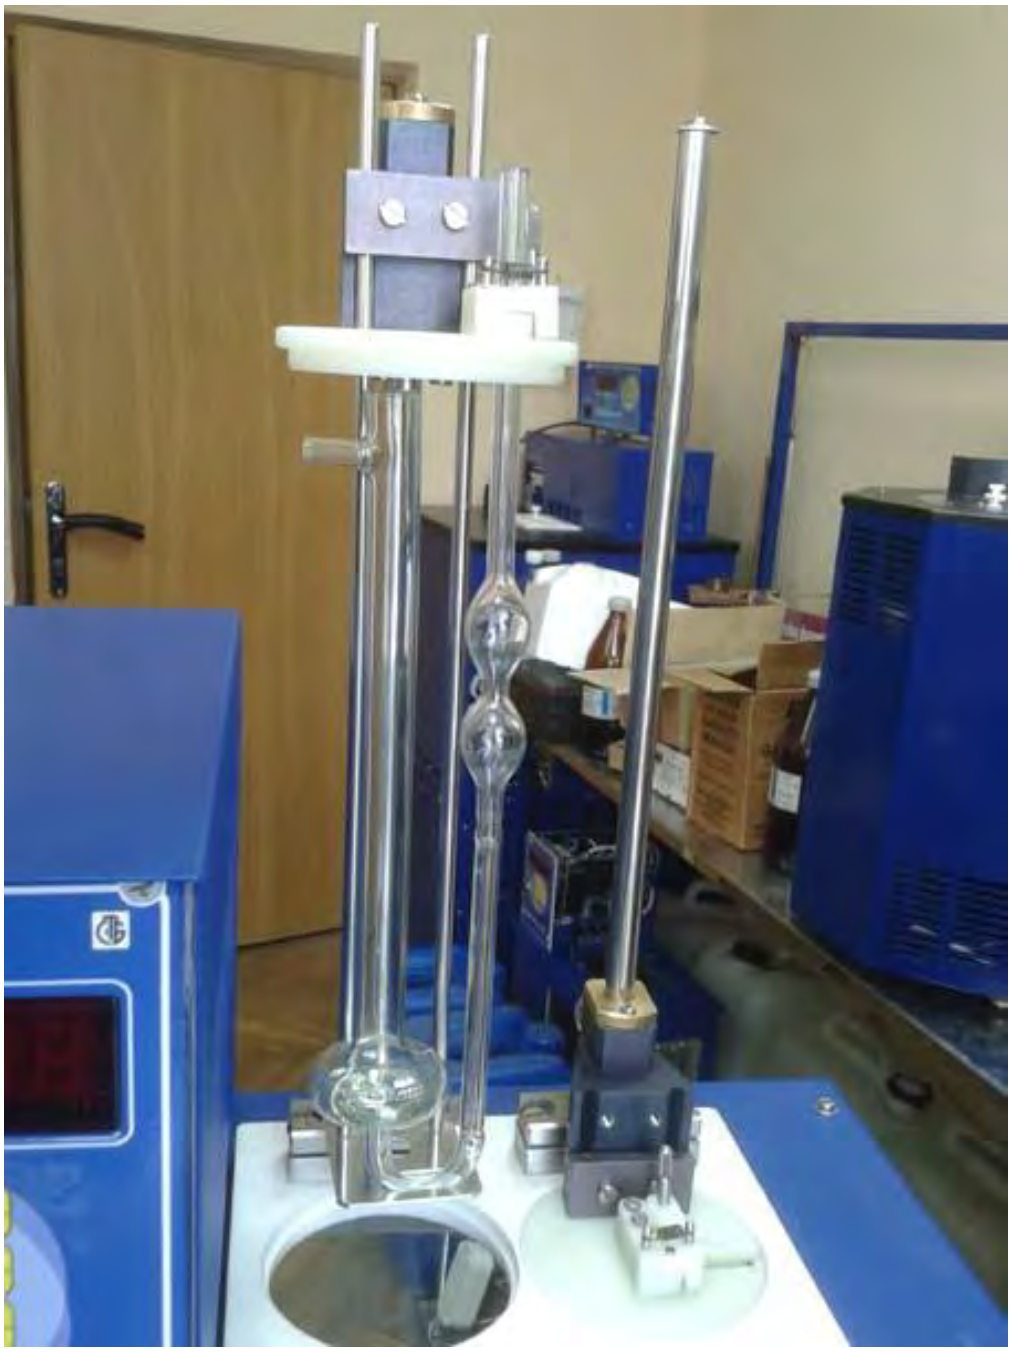

Рис.6.
- после чего вернуть вискозиметр в вертикальное состояние и закрыть фиксатор вискозиметра (рис. 6).